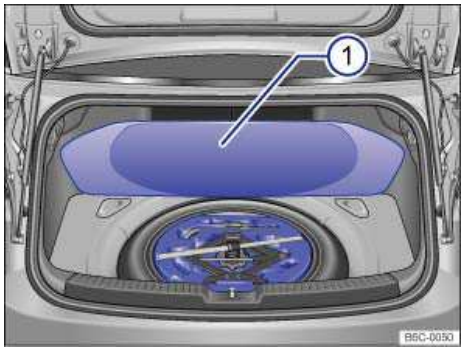

Fig. 159 In the luggage compartment: Floor covering 1 folded back.
- Lift the floor panel ⇒ fig. 159 (1) and remove it from the luggage compartment.